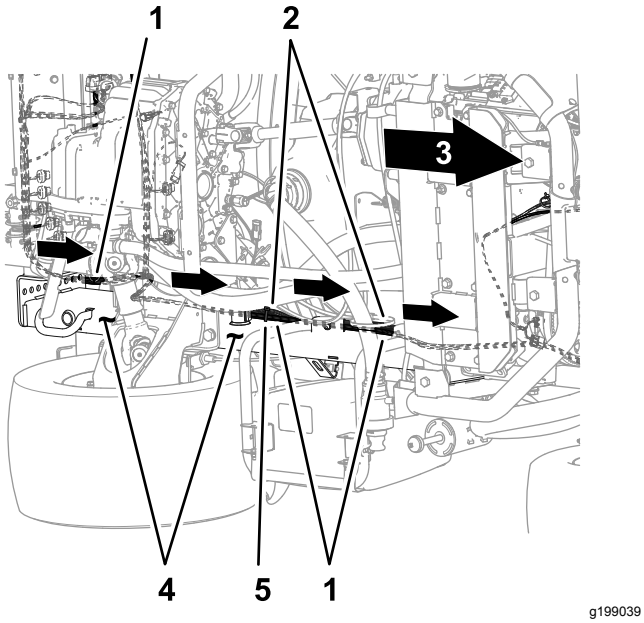
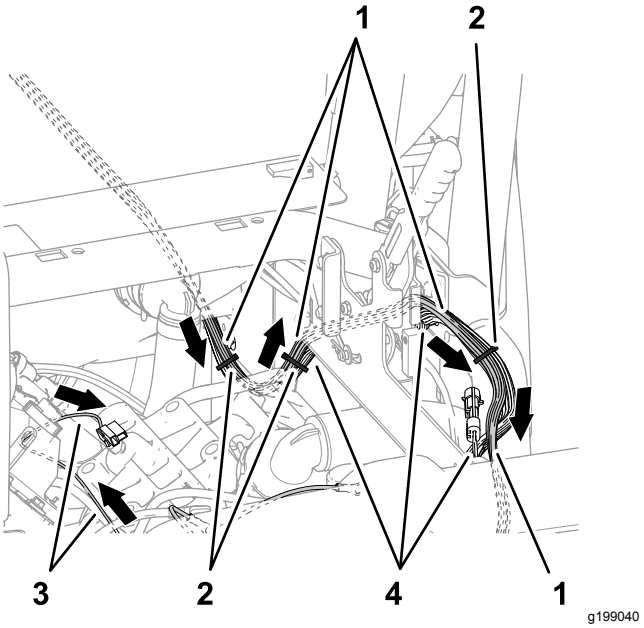
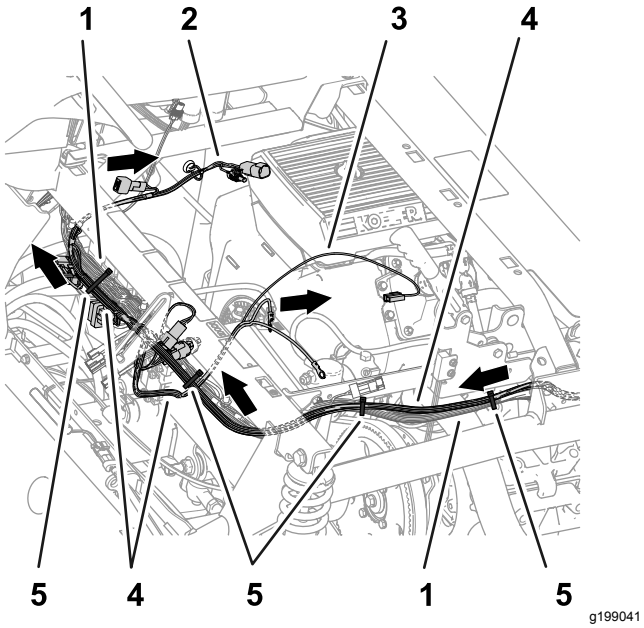

Figur 82
Figur 83
Figur 84
3. Før afgreningsledningerne fra sættets ledningsnet på hhv. 84 cm, 60 cm og 66 cm fremad langs den venstre stelkanal (Figur 81 og Figur 82).
4. Før afgreningsledningerne fra sættets ledningsnet på hhv. 84 cm, 60 cm og 66 cm til maskinens venstre side langs maskinens ledningsnet uden på parkeringsbremseenheden (Figur 83).
5. Før afgreningsledningerne fra sættets ledningsnet på hhv. 84 cm, 60 cm og 66 cm hen over stødstøtterøret som vist i Figur 84.
6. Fastgør sættets ledningsnet til maskinens ledningsnet som vist i Figur 82, Figur 83 og Figur 84.